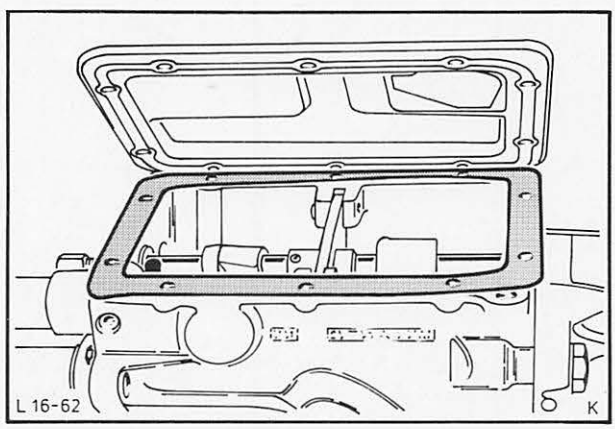

Abb. 78 Deckel – Getriebegehäuse anbauen
59. Deckel – Getriebegehäuse mit Dichtung anbauen, Abb. 78.